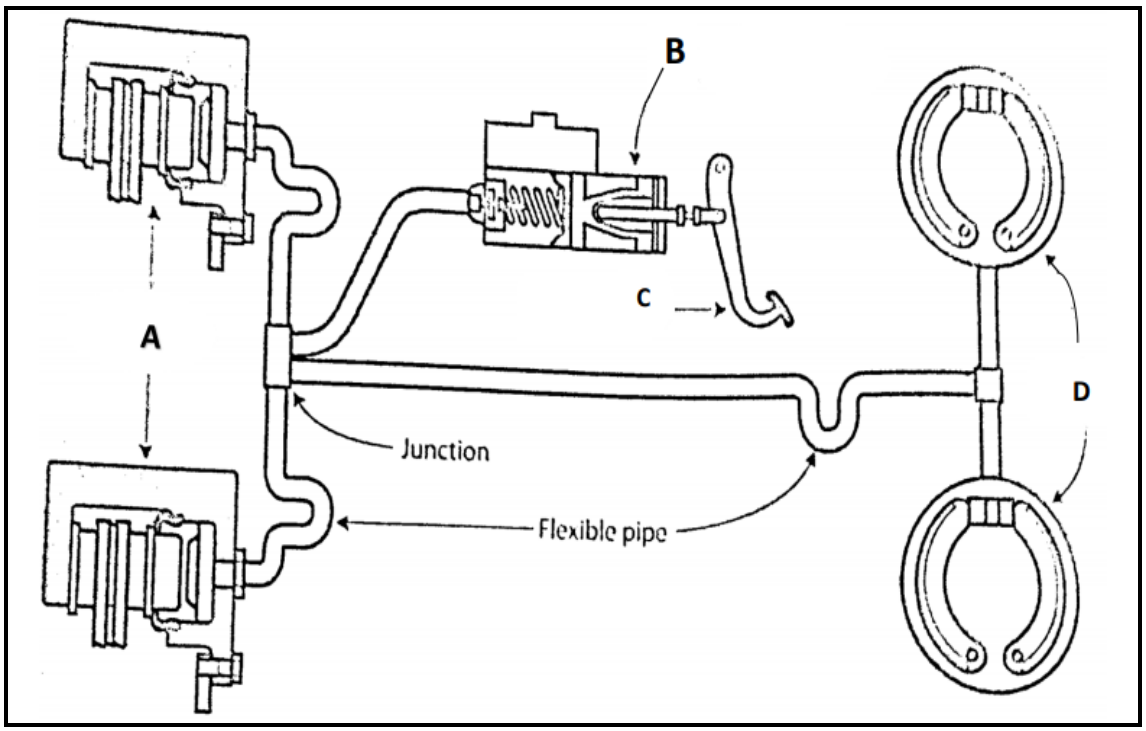

FIGURE 3
4.3 FIGURE 3 below is a diagram of a braking system.